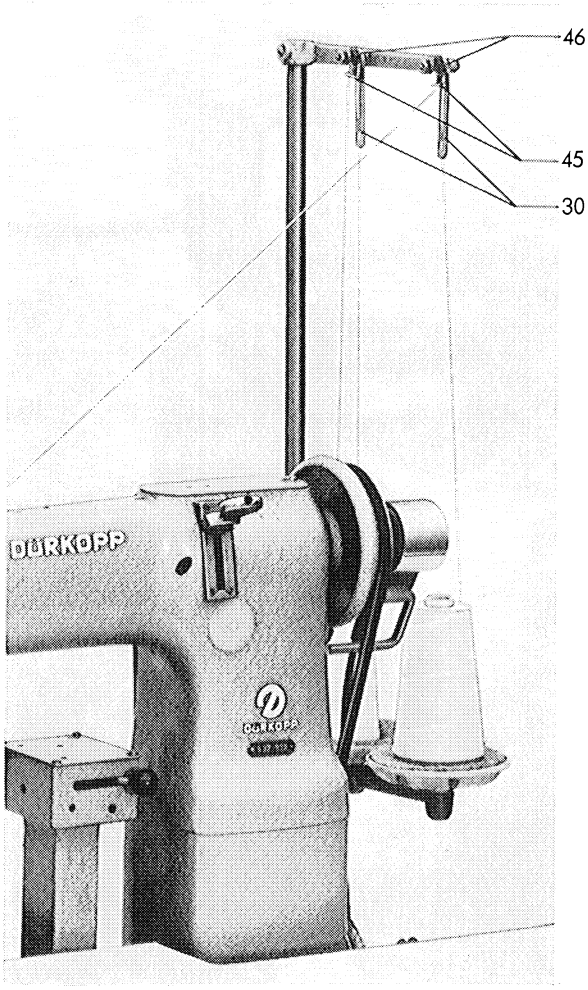
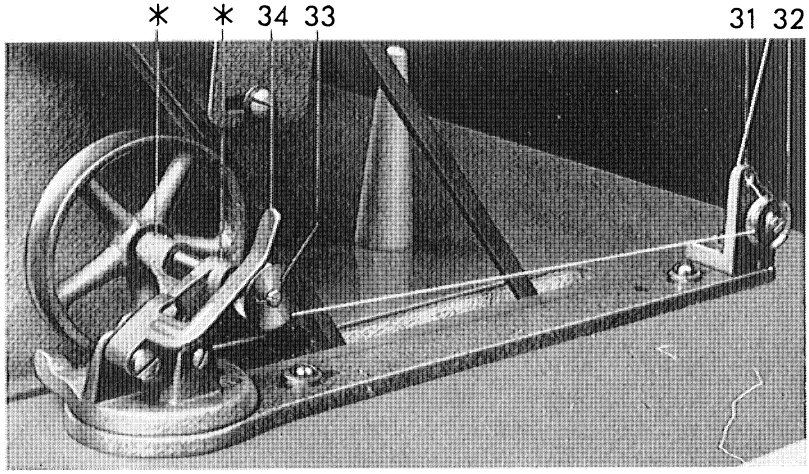

Abb. 15
Abb. 16
Der Weg des Unterfadens beim Aufspulen verläuft von der hinteren Garnrolle auf dem Garnständer nach oben durch die Bohrungen der Fadenführung 30 (Abb. 15), durch die rechte Bohrung der Fadenführung 45, zwischen die Spannungsscheiben 46 und nach unten durch die linke Bohrung der Fadenführung 45. Weiter nach unten, von links nach rechts durch die Bohrung 31 (Abb. 16), zwischen die Spanungsscheiben 32 und nach vorn zur Spulvorrichtung.
1. Von der vorderen Garnrolle auf dem Garnständer nach oben durch die Bohrungen der Fadenführung 30 (Abb. 15), durch die rechte Bohrung der Fadenführung 45, zwischen die Spannungsscheiben 46 und nach unten durch die linke Bohrung der Fadenführung 45,